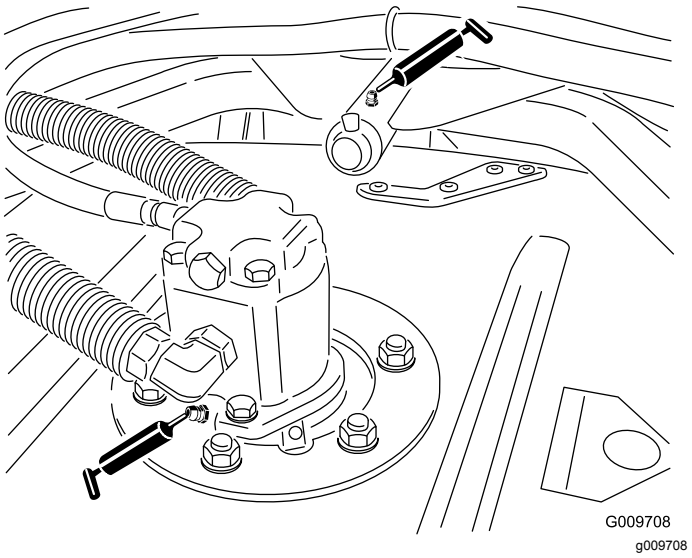

Rysunek 47
- Tuleje wału wrzeciona zespołu tnącego (1 na zespół tnący) (Rysunek 47)
- Tuleje ramienia nośnego zespołu tnącego (1 na zespół tnący) (Rysunek 47)